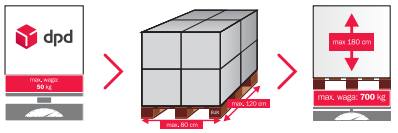

rys. 6
- Boki palety powinny być osłonięte przed uszkodzeniami zewnętrznymi **(rys. 6)**.